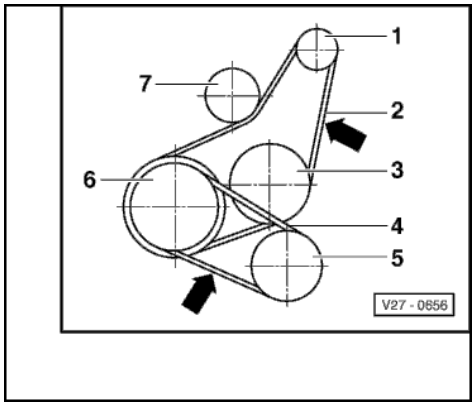

Fig. 4 4-cylinder fuel injection engine 1.6 ltr. and 1.8 ltr. and diesel engine with P.A.S vane pump
- Ribbed belt drives =>Page 27-75, Figs. 4 and 5
- Ribbed belt drives => Page 27-75, Figs.4 und 5
- Ribbed belt drives => Page 27-75, Fig.4 and 5